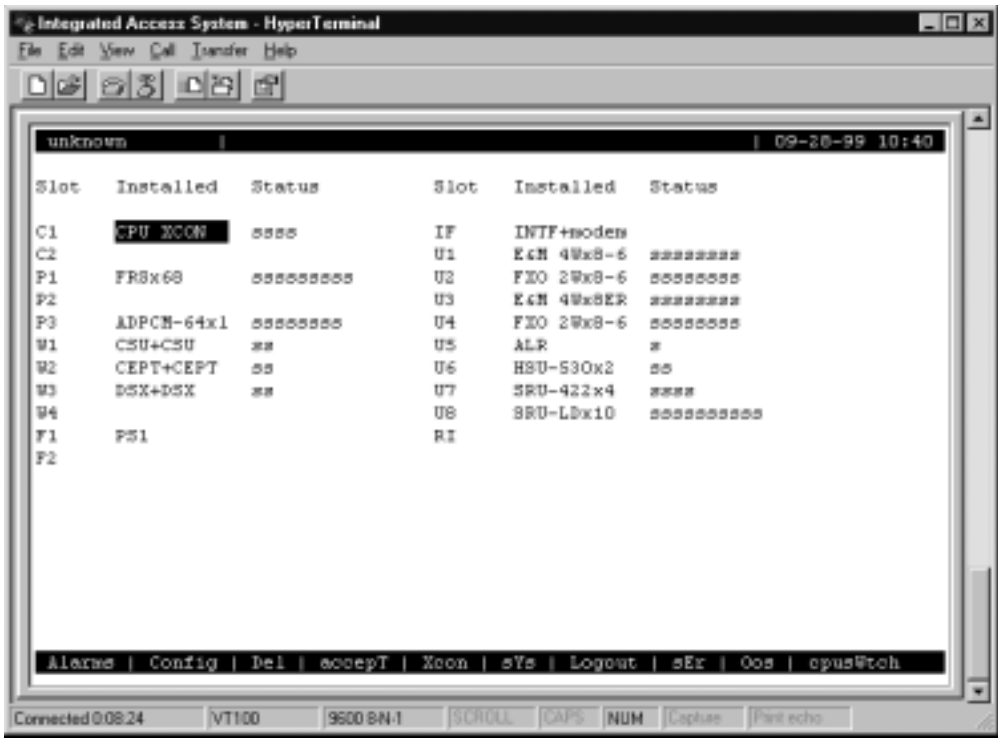
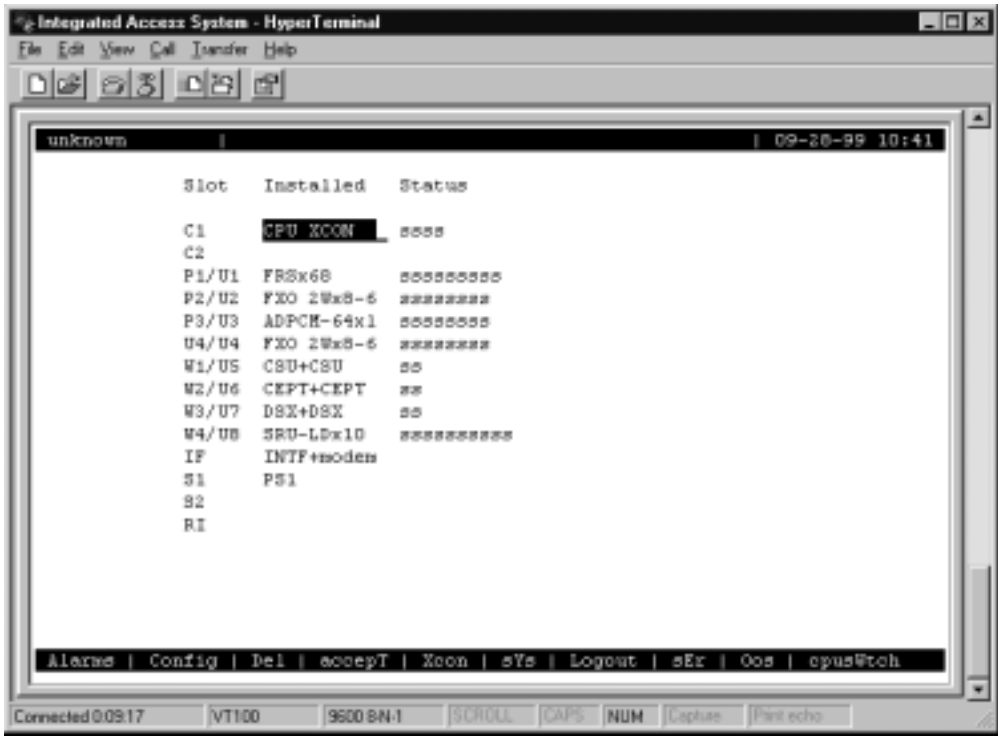

Figure 4-7.Typical System Main Screen (Two-Sided Chassis and Front-Loading Chassis with Power Supplies on Top)
Figure 4-8.Typical System Main Screen (Front-Loading Chassis with Power Supplies on the Side)
4. A System Main Screen appears. Figure 4-7 shows this screen for a two-sided chassis and a front-loading chassis with power supplies on top. Figure 4-8 shows a similar screen for a front-loading chassis with power supplies on the side. Refer to the next section for a discussion of the Integrated Access System's user interface screen hierarchy.
After you log in, a System Main Screen similar to Figure 4-7 or Figure 4-8 appears, showing all of the cards currently in the system. The chassis slot locations, card types, and current card operational states also appear in this screen.